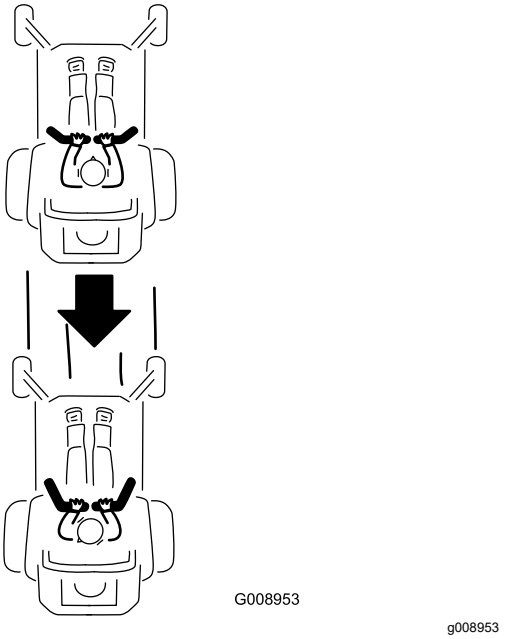

Figura 34
2. Pentru a vă deplasa cu spatele, tragei uor manetele de control al micării spre spate (Figura 34).